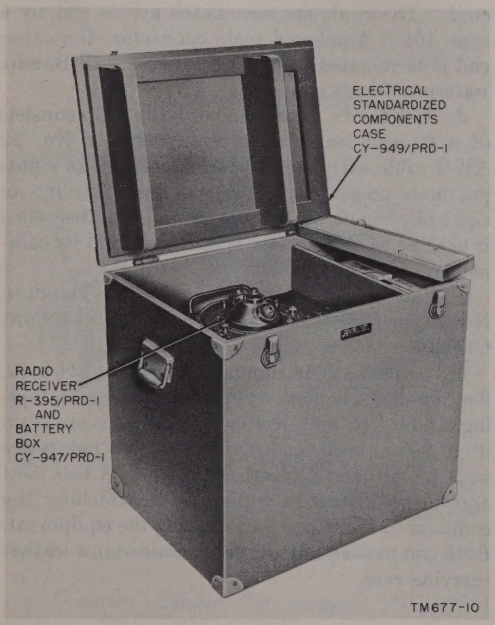

Figure 10. Electrical Standardized Components Case CY–949/PRD–1.
e. When packed for transportation, Radio Receiver R–395/PRD–1 (in Electrical Equipment Cabinet CY–946/PRD–1) and Battery Box CY–947/PRD–1 are placed in Electrical Standardized Components Case CY–949/PRD–1 (fig. 10). The dimensions, volume, and weight of this case are given in paragraph 9. In addition, the case provides carrying space for the headset and cord, the test cord, the compass, the spare parts, and the two manuals.